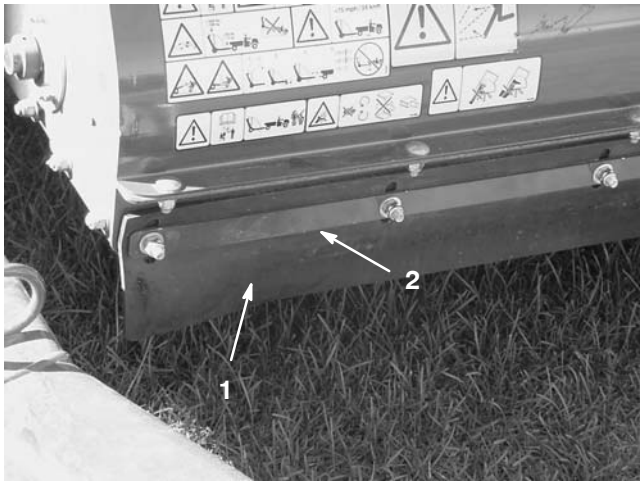

Bild 30
1. Lösen Sie die Muttern, mit denen der Metallstreifen und die vordere Klappe am Bürstengehäuse befestigt ist (Bild 30).